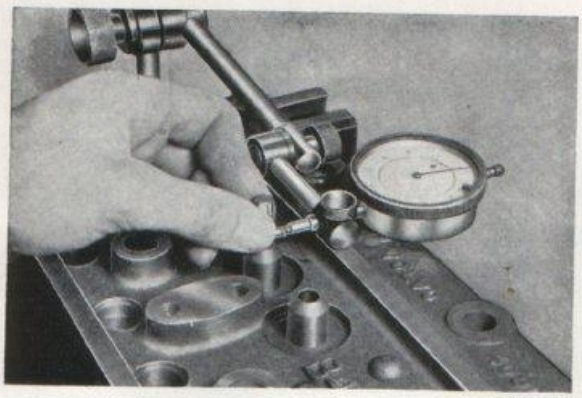

Bild 1-32. Mätning av spel
2. Mät spelet mellan spindel och styrning enligt bild 1-32. Spelet bör med ny ventil ej överstiga 0,15 mm. Kontrollera även att ventilerna ej är för mycket slitna. Se specifikationen "Ventilsystem" och "Förslitningstoleranser".